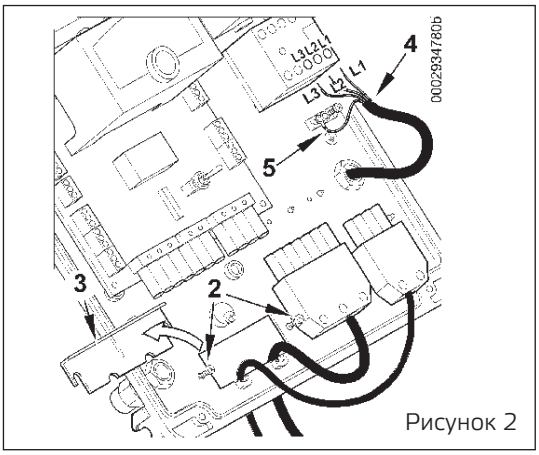

Рисунок 2
- Снимите крышку, отвернув четыре винта (1), как показано на рисунке 1, не убирая прозрачное окошко. Так будет получен доступ к электрическому щиту горелки.
- Ослабьте винты (2). После того как вы сняли кабельный зажим (3), пропустите через отверстие 7- и 4- штырьковые разъемы (рис. 2). Подсоедините токоподводящие провода (4) к дистанционному выключателю, закрепите заземляющий провод (5) и затяните соответствующий кабельный зажим.
- Установите зажимную пластинку, как показано на рисунке 3. Поверните эксцентрик (6) так, чтобы пластинка должным образом надавила на два провода. После этого затяните крепежные винты пластинки. Наконец, соедините два разъёма, 7- и 4-штырьковый.